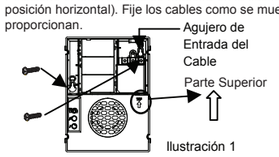
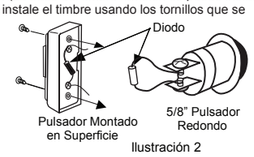

Ilustración 1
Ilustración 2
Instale el Timbre para Puerta (Vea Ilustración 1)
Posicione el timbre como se muestra en la Ilustración 1. (La base del timbre también se puede instalar en posición horizontal). Fije los cables como se muestra e instale el timbre usando los tornillos que se proporcionan.
Instale el Pulsador de la Puerta Principal (Vea Ilustración 2)
Se proporciona con el timbre un pequeño componente eléctrico llamado 'diodo'. Instale el diodo a través de la terminal de los tornillos del pulsador del Timbre Delantero como se muestra en Ilustración 2 y 3.
Instale el Pulsador de la Puerta Trasera (Vea Ilustración 2)
4. Ponga el timbre como muestra la Ilustración 1.
6. Se proporciona con el timbre un pequeño componente eléctrico llamado 'diodo'. Instale el diodo a través de la terminal de los tornillos del pulsador del Timbre Delantero como se muestra en Ilustración 2 y 3.
3. Inserte las pilas de celda C en la dirección mostrada en la Ilustración 4 o conecte el transformador y el diodo como las Ilustración 2 y 3.
Conecte su timbre a un transformador y tenga el botón en una puerta conectada con el diodo incluido (Ilustración 1 y Ilustración 2). Luego agregue el botón inalámbrico IQ America en otra puerta sin cableado adicional. En esta instalación, tanto los botones con cable como los inalámbricos funcionarán con el timbre con cable.